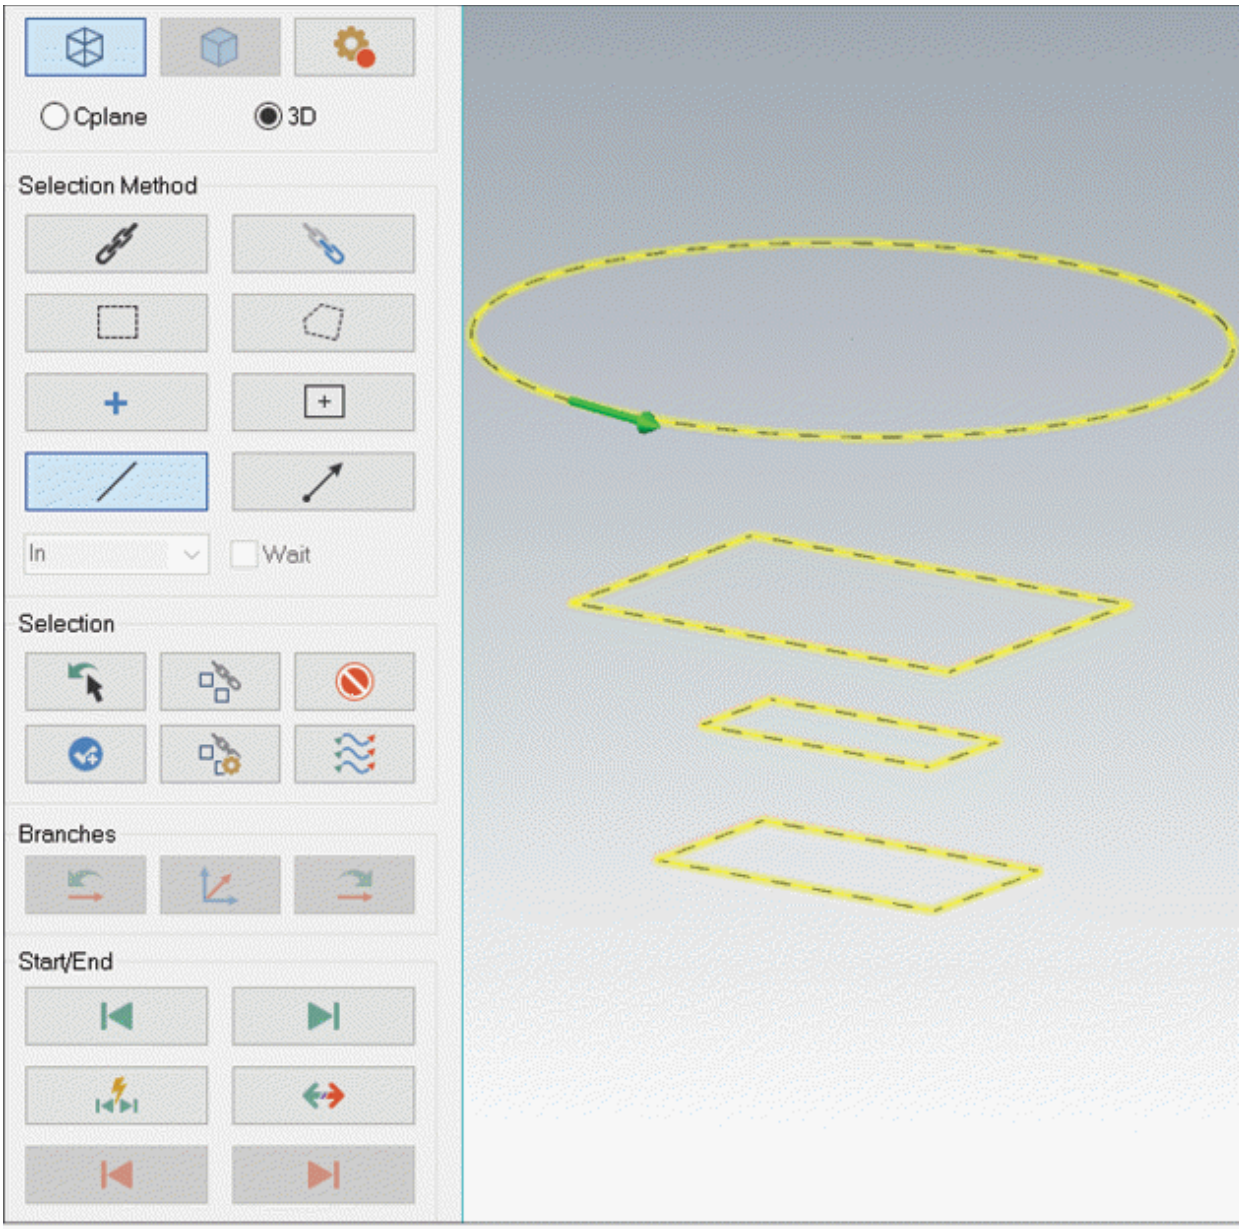

Figure-24. Sketch chains selected for loft feature
- Select the closed loop sketch chains one by one; refer to Figure-24.